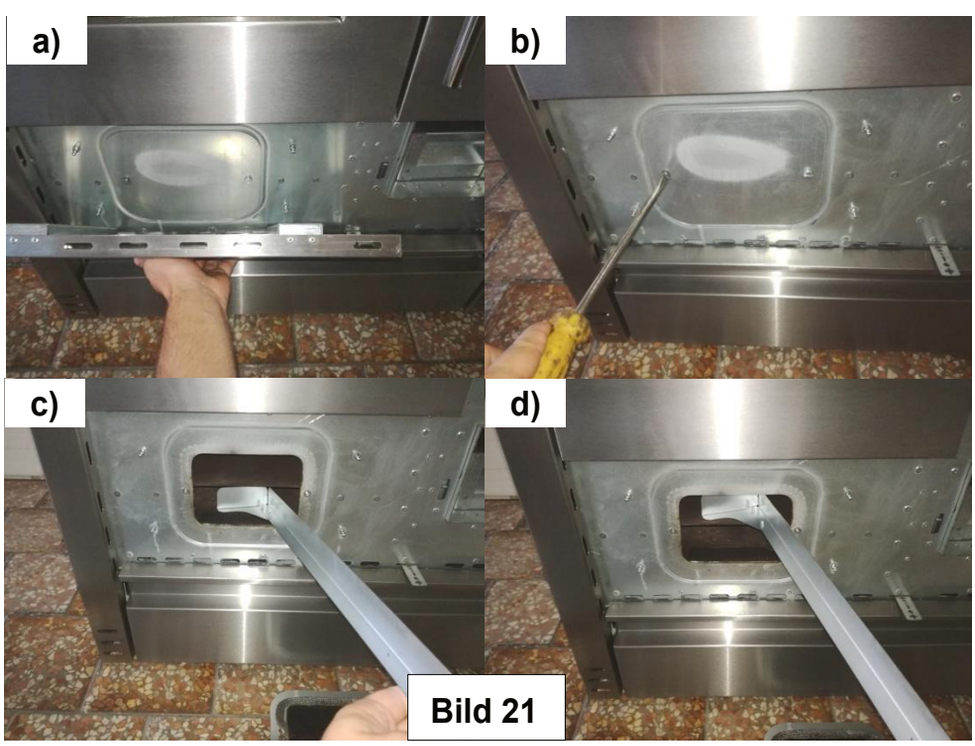

Bild 21
- den Bereich unter dem Backofen mit dem Herdreinigungswerkzeug (23) *(Bild 21 c und d)* reinigen. Nach gründlicher Reinigung den Schutzdeckel und den Deckel der Reinigungsöffnung wieder anbringen.